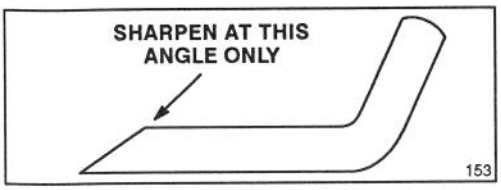

Figure 14
6. SHARPENING BLADE—Using a file, sharpen top side of blade and maintain original cutting angle (Fig. 14). The blade will remain balanced if same amount of material is removed from both cutting edges.